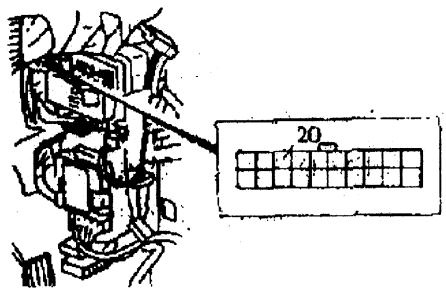

图 4-6　喇叭不响的故障排除
②抬起喇叭按钮,测量 CPU 插头(20 针)的 20 端(G/R)电压,如图 4-6所示。